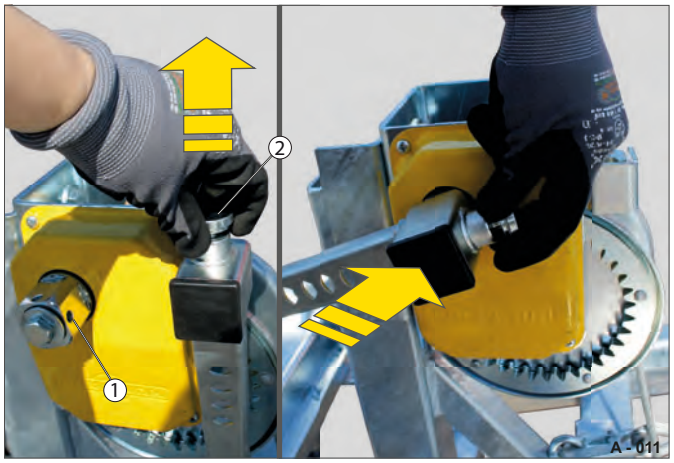

Fig. 6 Flyt håndsvinget
▶ Træk i sikringsstiften (Fig. 6 /2), og tag samtidig håndsvinget af parkeringsholderen.
▶ Sæt med sikringsstiften trukket ud håndsvinget på håndsvingstappen (Fig. 6 /1).